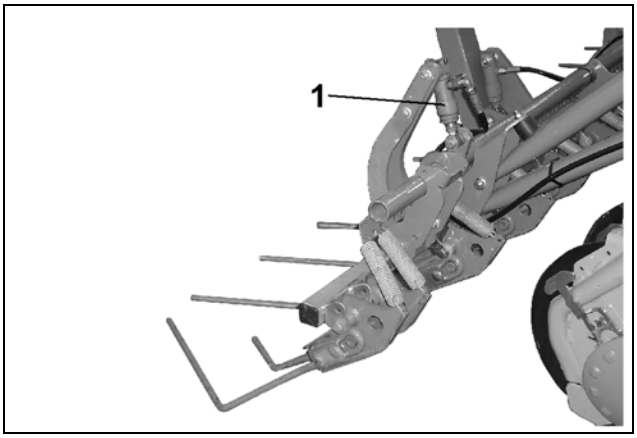
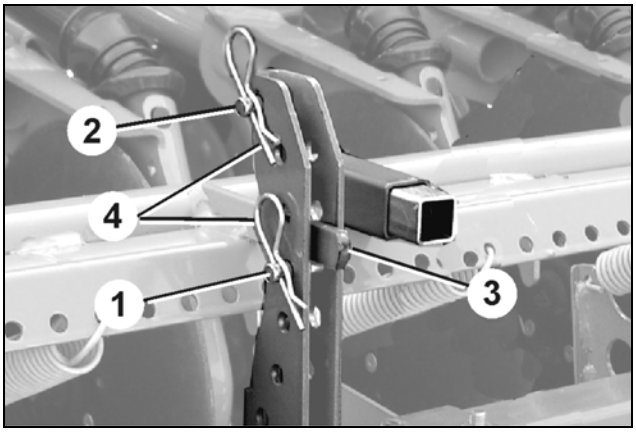

図 99
図 100
通常の土壌から重い土壌（およびその逆）に変更する際、油圧シリンダー（図 99/1）によりハロー圧力が調整されます。
ピン 2 本（図 100/1 および 2）を、調整パーツのレバー（図 100/3）のストッパーとして差し込みます。油圧シリンダー（図 99/1）で操作されるレバーは、油圧シリンダーに圧力がかかっていないときはピン I に位置し、油圧シリンダーが加圧される場合はピン II（図 100/2）に位置します。
- 油圧シリンダー（図 99/1）の圧力を抜いてください。
- ピン II（図 100/2）を調整パーツのレバー（図 100/3）上側のボアに差し込み、R ピン（図 100/4）で固定します。
- 油圧シリンダー（図 99/1）に圧力をかけます。
ピン I（図 100/1）を調整パーツのレバー（図 100/3）下側のボアに差し込み、R ピン 図 100/4）で固定します。